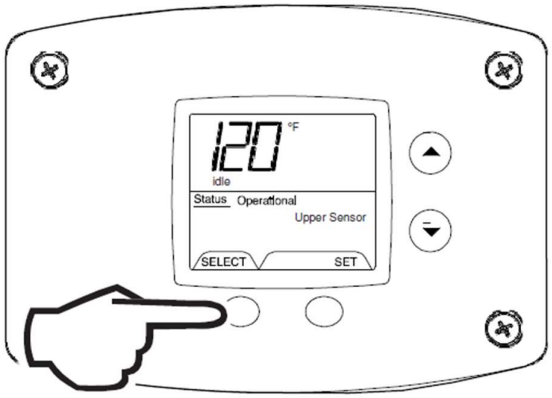

Fig. 52
2. For water heaters using two temperature sensors, pressing the ‘Select’ button again displays the Upper Sensor temperature reading. ‘Upper Sensor’ will be displayed in the lower right side of the status window of the water heater display (Fig. 52).